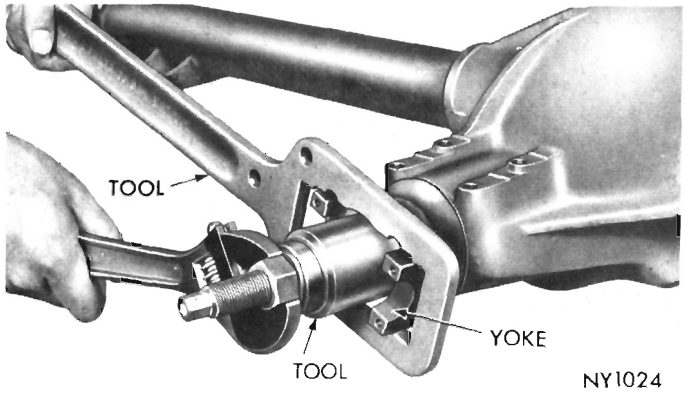

Fig. 21—Installing Companion Flange
(8) Install drive pinion flange using Tool C-3718 and holding Tool C-3281 (Fig. 21).
(9) Remove Tool C-3718 and install belleville washer, (convex side of washer up) and pinion nut. Tighten nut to 240 foot-pounds.